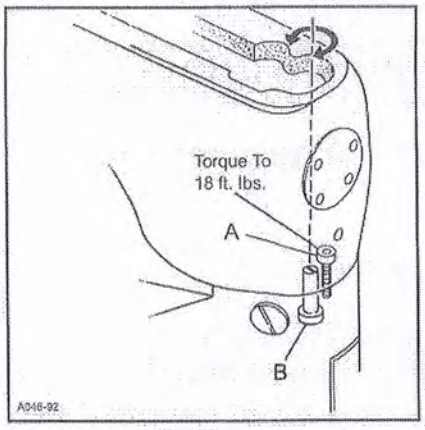

FIG.5
Remove the top front cover and gasket from the main frame. Loosen cylinder holding screw(A,Fig.5).Turn eccentric screw (B)clockwise or counterclockwise to move the cylinder so the needles are centered in the needle holes.Tighten screws(A) torque to 18 ft.lbs.and recheck settings.